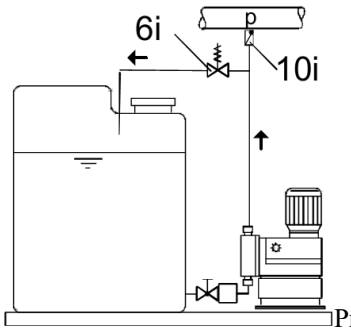

Рис. 9
•Для защиты дозирующего насоса и нагнетательной линии от повышения избыточного давления, установите предохранительный клапан (6i) в нагнетательную линию (Рис. 9).